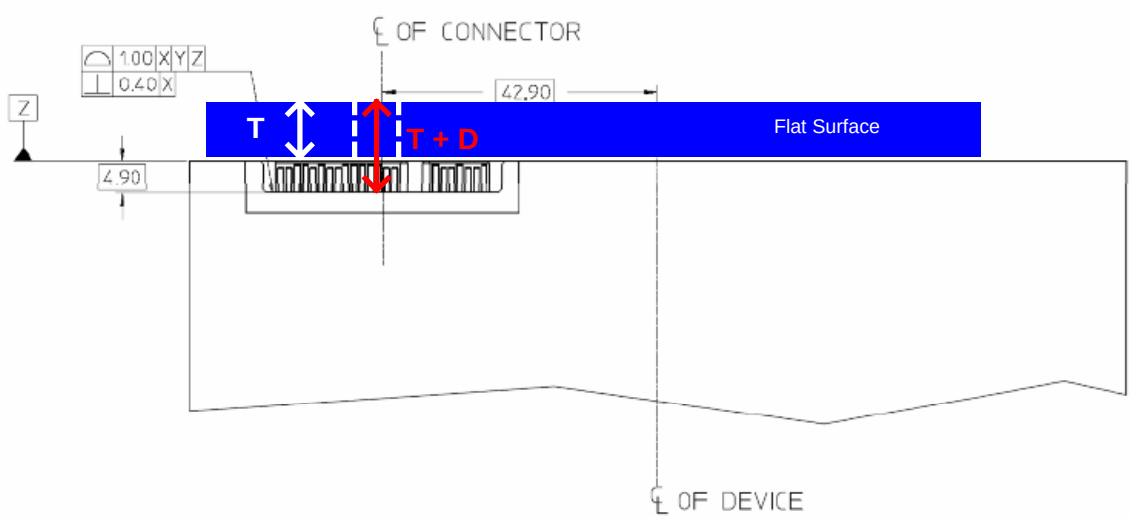

Figure 6
2. Place the drive against a flat surface, with the back surface of the drive (i.e. the "end of the device factor") flush against the face of the flat surface, see Figure 6.
3. Using the depth measurement of the caliper measure from the face of the flat surface, through a hole in the flat surface, to the back of the tongue of the connector plug, see Figure 6. Record this value as *T + D*.